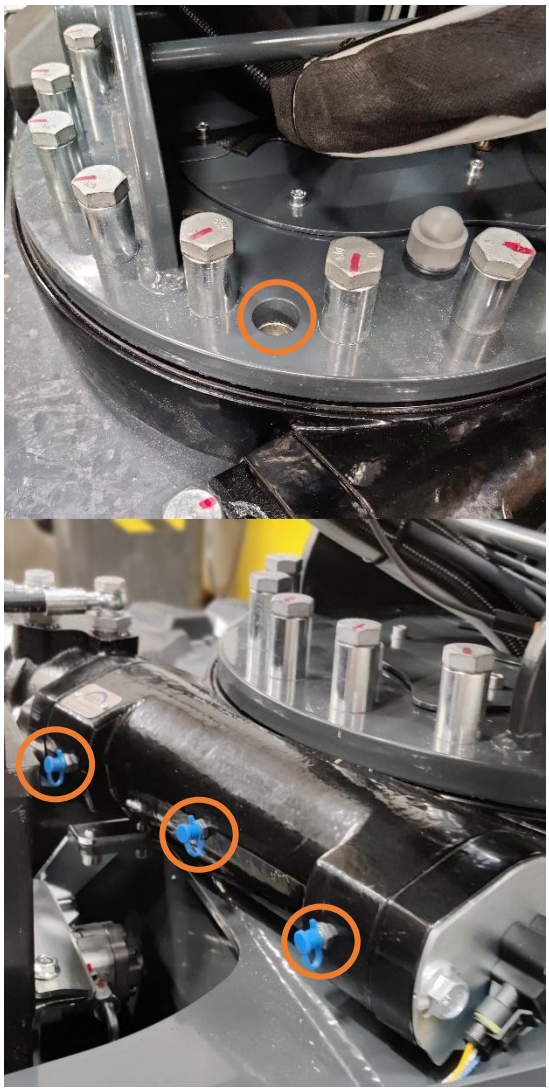
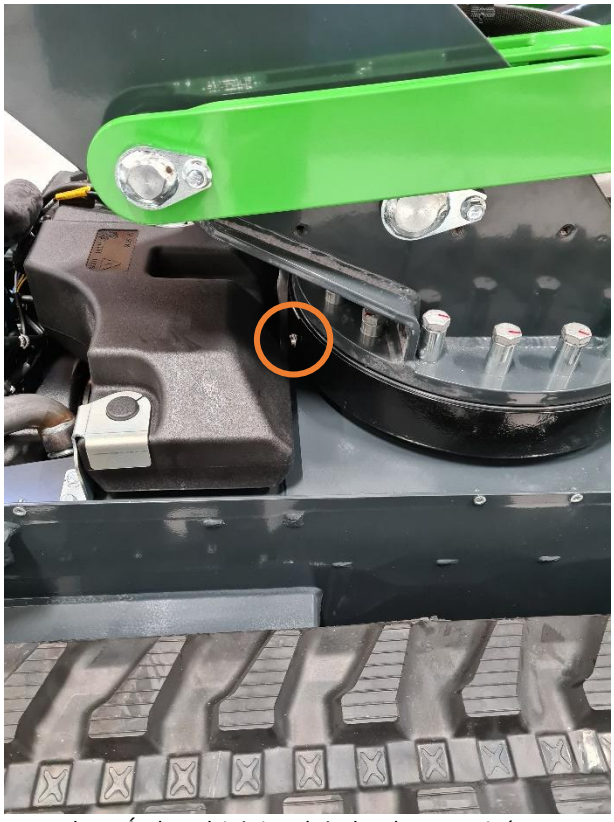

Rysunek 16. Punkty smarowania łożyska obrotu z wieńcem zębatym
Rysunek 17. Śruba odciążająca łożyska obrotu z wieńcem zębatym
Łożysko obrotu z wieńcem zębatym należy smarować co miesiąc. Należy zauważyć, że łożysko obrotu z wieńcem zębatym ma cztery (4) oddzielne punkty smarowania (rysunek 16), które należy smarować indywidualnie. Po przeciwnej stronie przekładni ślimakowej łożyska obrotu z wieńcem zębatym znajduje się śruba odciążająca (rysunek 17), którą należy otworzyć podczas smarowania łożyska obrotu z wieńcem zębatym, aby zapobiec zsunięciu się uszczelki. Zamiast tej śruby można zamontować opcjonalną złączkę z rurką. W taki przypadku nie trzeba jej otwierać. Obok akumulatora z boku łożyska obrotu z wieńcem zębatym znajdują się 3 punkty smarowania, które są połączone z przekładnią ślimakową i jej łożyskami. Jeden (1) punkt smarowania, który znajduje się na górze łożyska obrotu z wieńcem zębatym (otwór w podstawie) jest połączony z łożyskami kulkowymi pierścieni. W przypadku tego punktu smarowania należy nakładać smar na całym obwodzie łożyska obrotu z wieńcem zębatym. W tym celu nałożyć smar i obrócić o mniej więcej 20°, po czym ponownie nałożyć smar. Kontynuować do całkowitego nasmarowania łożyska obrotu z wieńcem zębatym (360°).